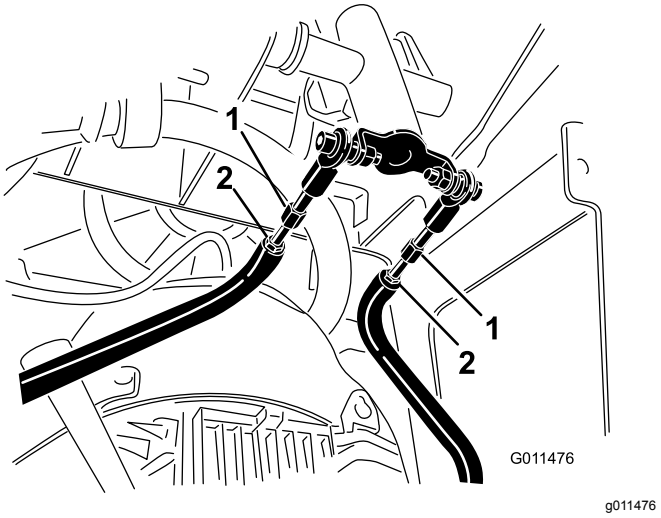

Figur 51
D. Lossa kontramuttrarna på drivstängerna, under reglagepanelen (Figur 51).